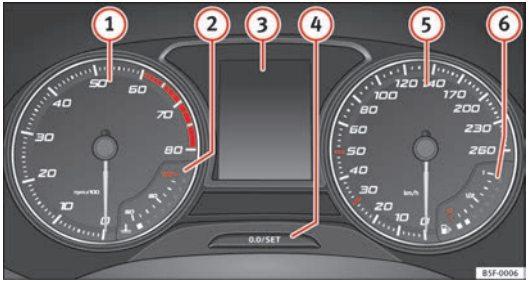

Fig. 38 Instrument panel, on dash panel
Details of the instruments ⇒ Fig. 38:
A variety of information can be viewed on the instrument panel display ⇒ Fig. 38 ③ depending on the vehicle equipment:
- Briefly press the button ⇒ Fig. 38 (4) to reset the trip recorder to 0.
- Keep the button (4) pressed for about 3 seconds and the previous value will be displayed.
- To set the time, keep the button ⇒ Fig. 38 (4) pressed for more than 3 seconds to select the hour or minute display.
- To continue setting the time, press the upper or lower part of the button (4). Hold button down to scroll through the numbers quickly.
- Press the button (4) again in order to finish setting the time. ▶
Hold the button ⇒ Fig. 38 4 down for more than 15 seconds to display the identifying letters of the vehicle engine (MKB). To do this, the ignition must be switched on and the engine switched off.
The service interval indication appears on the instrument panel display ⇒ Fig. 38 ③.